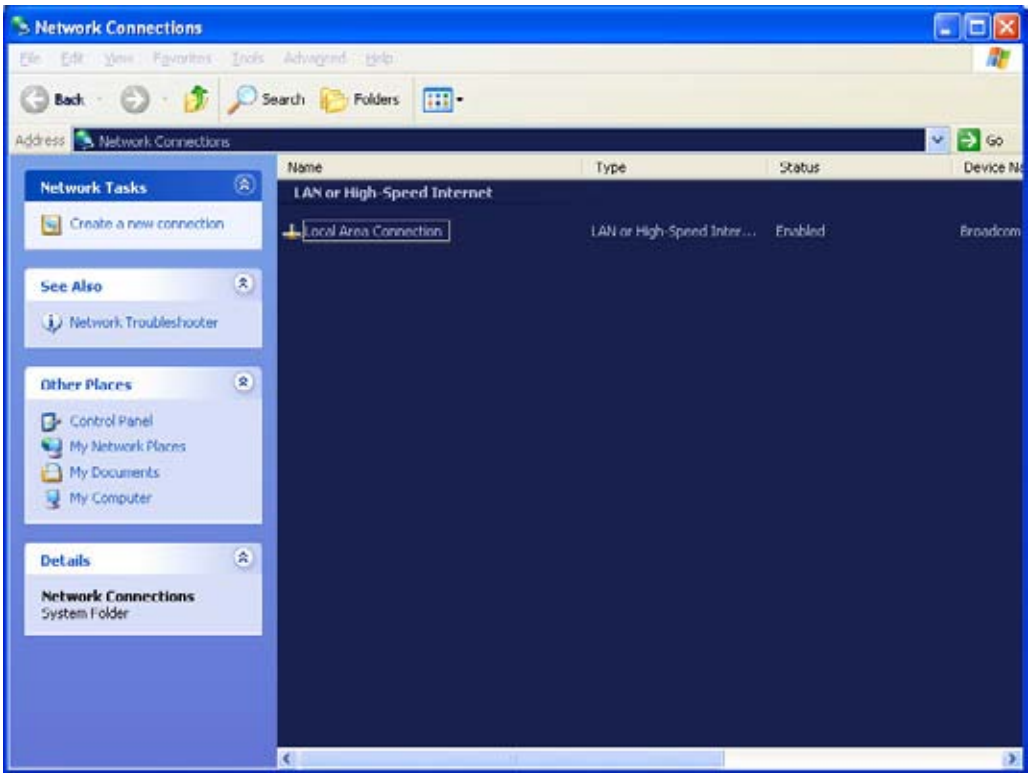

Figure 3-45 Network Connections
1.) When in the TCP/IP screen, select **ADVANCED SETTINGS** to display the **Network and Dial-up Connections** screen, see Figure 3-45 "Network Connections" on page 3-52.